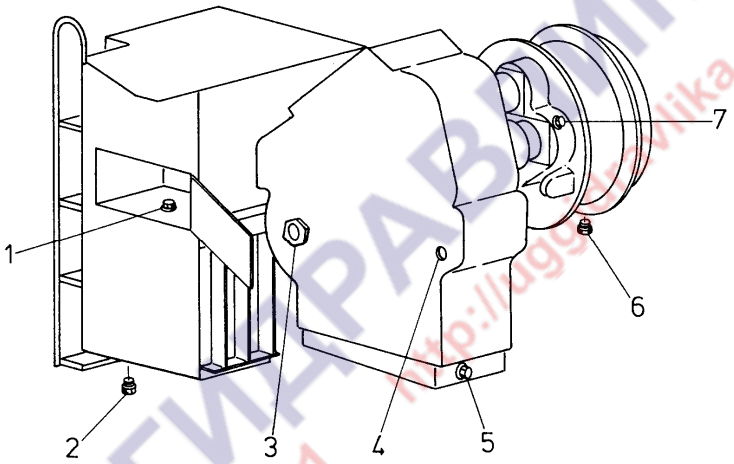

Рис. 5.64. Расположение пробок контрольных, заливных и сливных отверстий в трансмиссии (вид спереди)
1. Остановить двигатель, выкрутить пробку (1) контрольно-заливного отверстия и проверить: полностью ли заполнен масляный бак маслом – до контрольно-заливного отверстия. При необходимости долить в бак масло до уровня контрольно-заливного отверстия. Марка масла должна соответствовать маркам, указанным в пункте 5.4.5., таблица 2, и в пункте 5.4.6., таблица 3.
2. Проверить, видно ли масло в смотровом окошке (3, Рис. 5.64) с правой стороны коробки передач. При неработающем двигателе окошко должно быть полностью залито маслом, а при работающем на низких оборотах двигателе уровень масла должен удерживаться посередине смотрового окошка.
Порядок замены масла (Рис. 5.64):